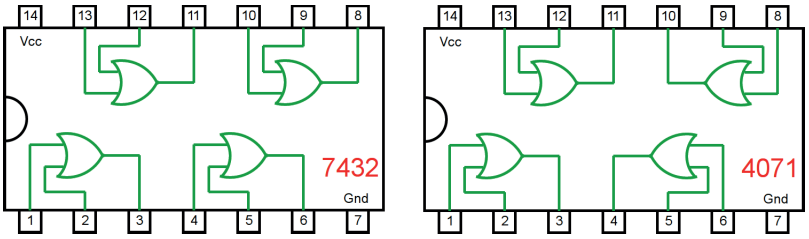

Figura 4.38 – Circuitos integrados TTL e CMOS.
a) Coloque os circuitos integrados (TTL e/ou CMOS da figura 4.38) nas posições indicadas.
d) Conecte os fios verdes. Os fios verdes estão conectados ao terra e portanto fornecendo valor lógico (0) às entradas de todas as portas do CI.